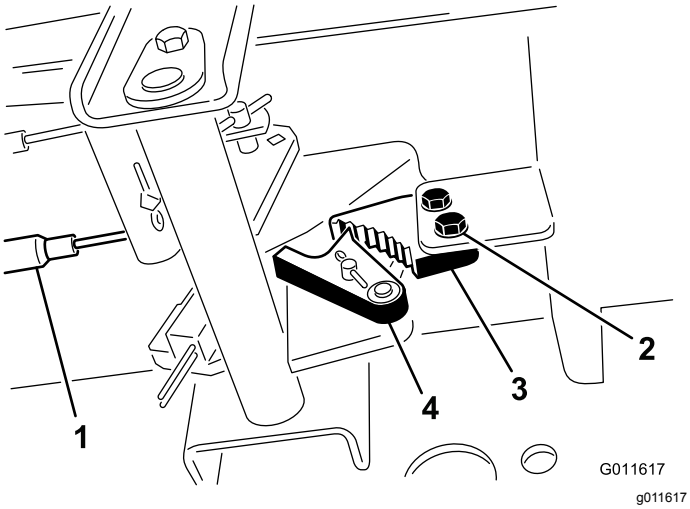

Figur 88
1. Løsne de to skruene som fester parkeringsbremsespaken til rammen (Figur 88).
2. Trykk parkeringsbremsepedalen fremover til bremsesperrehaken aktiveres fullstendig på bremsesperren (Figur 88).